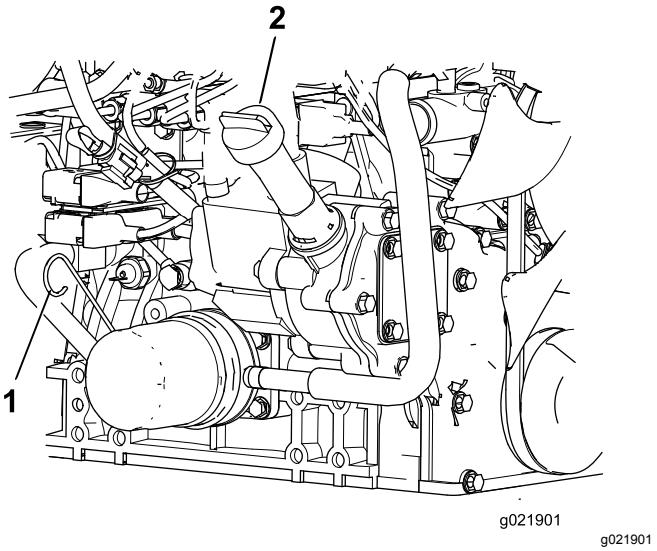

Figuur 85
3. Verwijder de peilstok uit de buis, veeg deze schoon en plaats de peilstok weer in de buis. Haal de peilstok er weer uit. Het oliepeil moet zich tussen de VOL- en BIJVULLEN-markering bevinden (Figuur 85).
4. Als het oliepeil te laag is, moet u de vuldop verwijderen en olie bijvullen tot het peil zich tussen de VOL- en BIJVULLEN- markering bevindt (Figuur 85).